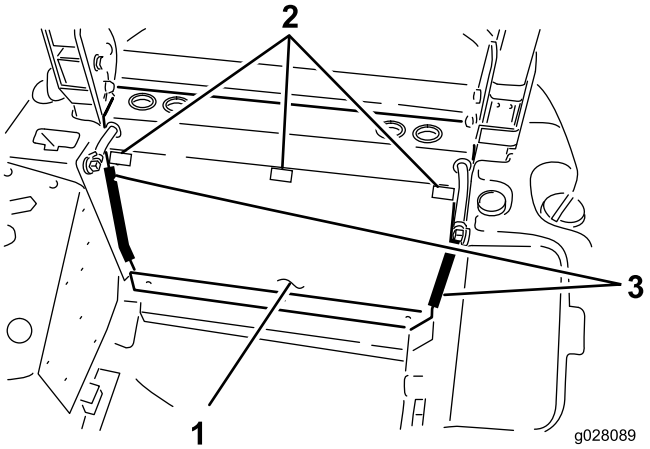

Figur 57
2. Sæt bagpanelet på plads, og ret de øverste monteringshuller ind med hullerne i stellets tværvange (Figur 57).